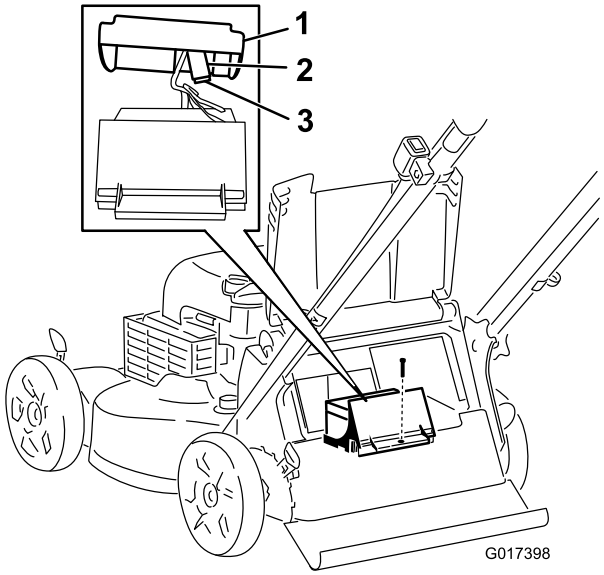

Bild 25
3. Entfernen Sie die Schraube, mit der das Batteriefach befestigt ist, ziehen Sie die Batterie heraus und finden Sie die Sicherung (Bild 25).
4. Wechseln Sie die Sicherung im Sicherungshalter aus (Bild 25).